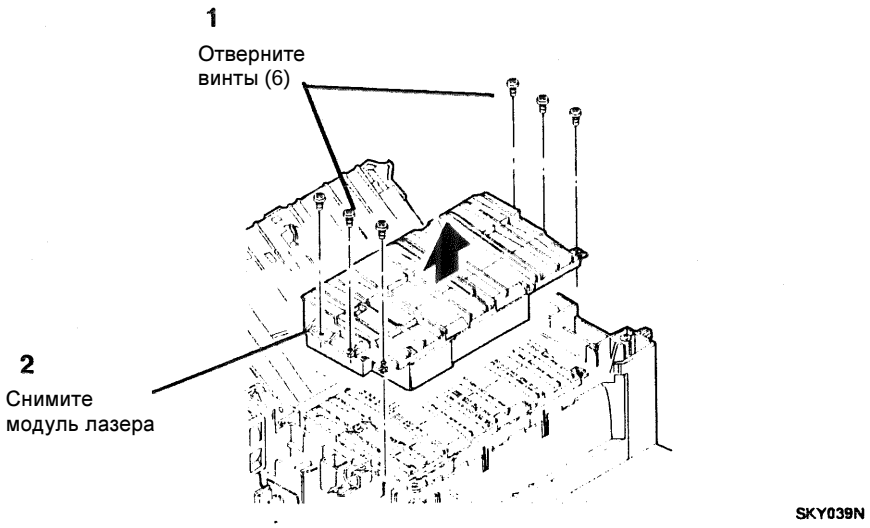

Рисунок 1. Снятие модуля лазера
2. (Рисунок 1): Снимите модуль лазера